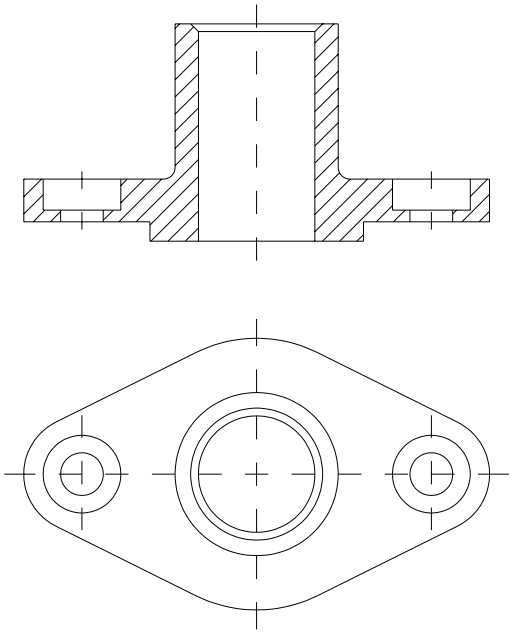

Fig. 7.13
- ***Haşurarea suprafeţelor rezultate din secţionare***, realizată pe layer-ul ”**HASURI**” (fig. 7.13).